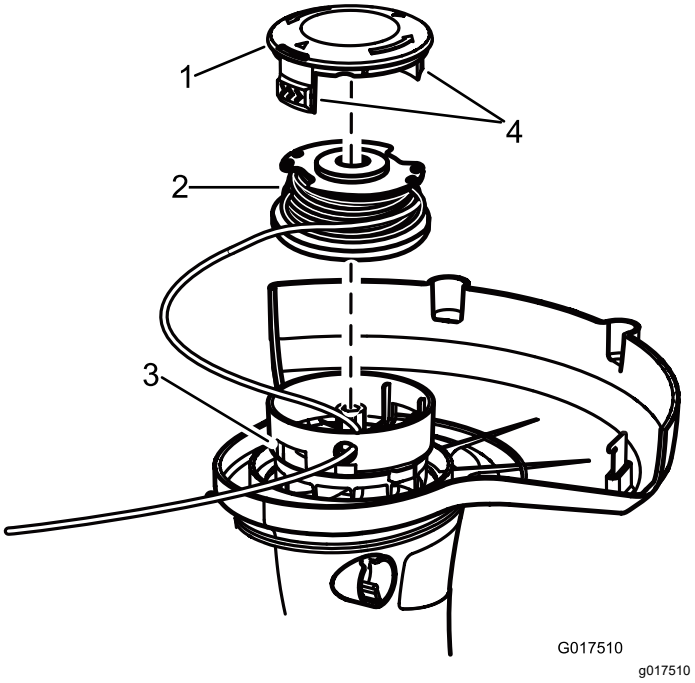

Figure 13
2. Appuyez sur les languettes de chaque côté du chapeau de fixation de la bobine (Figure 13).
2. Déposez la bobine; voir Remplacement de la bobine (Figure 13).